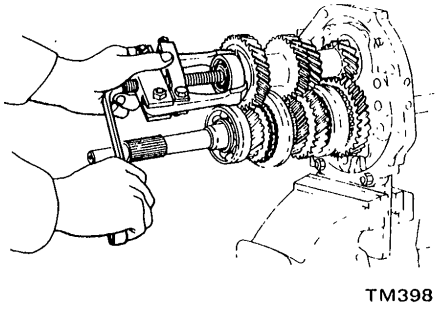

Fig. MT-14 Removing countershaft front bearing
1. With gears doubly engaged, draw out countershaft front bearing using a suitable gear puller. See Figure MT-14.